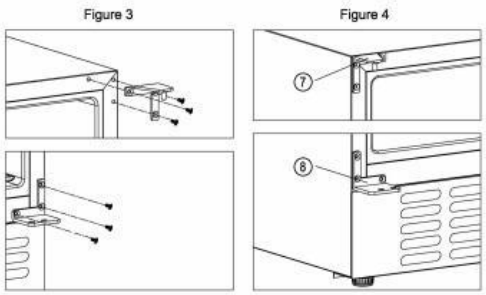

Abbildung 3–4
4. (Abbildung 3) Schrauben Sie das obere rechte Scharnier (4) und das rechte untere Scharnier (2) vom Gehäuse (6) ab und bewahren Sie sie im Beutel auf, falls Sie die Tür später wieder auf Linksöffnung umstellen möchten.